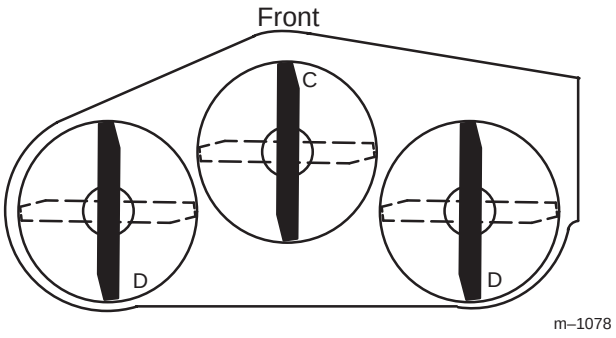

Figure 15
2. Position one blade front-to-rear (Fig. 15). Measure at **C** and either **D** location (Fig. 15) from a level surface to the cutting edge of the blade tips (Fig. 16).